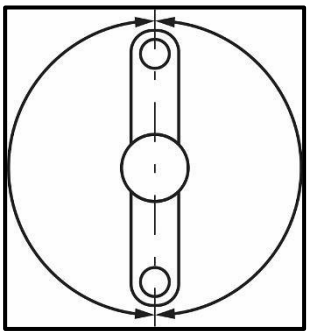

FIGUUR 4.3
4.3 FIGUUR 4.3 hieronder toon die posisie van die krukaspenne in 'n vierslag-inlynenjin. Identifiseer die aantal silinders vir die krukasposisies getoon.